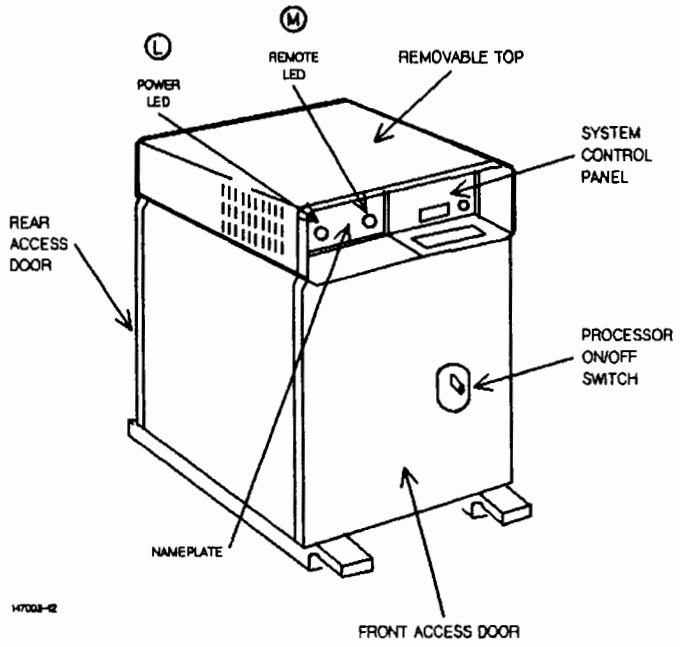
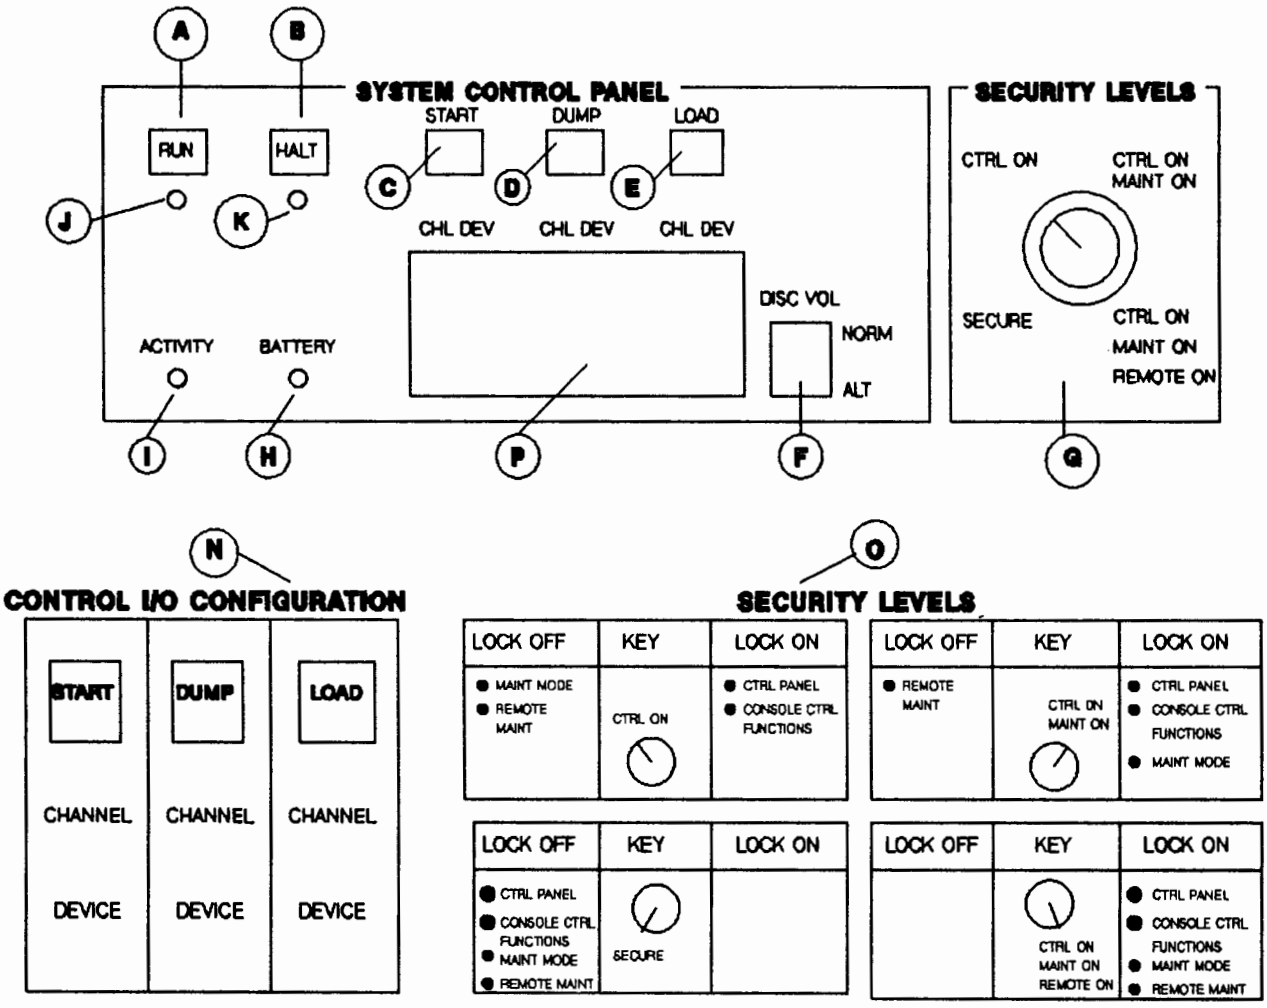

Figure 11-2. Series 39/40/42/52 System Processor Unit (SPU)
Figure 11-3. Series 39/40/42/52 System Control Panel Switch/Indicator Function
SERIES 39/40/42/52. The System Control Panel is located behind the non-lockable, magnetic-latch door on the right front side of the System Processor Unit (SPU) (Figure 11-2).
Hardware Related Controls. The hardware related controls are the RUN and HALT switches. See Figure 11-3 for an illustration of each of the System Control Panel's switches and indicator lights.
(C) START — Pressing this switch initiates either a COOLSTART or a WARMSTART of the system. The CHL and DEV address are set in the thumbwheel switches directly below the START switch (Figure 11-3.)
Status Indicator Lights. The System Control Panel has six status indicator lights. The RUN, HALT, ACTIVITY, and BATTERY LEDs are located on the System Control Panel (Figure 11-3). The POWER and REMOTE CONSOLE LEDs are located in the nameplate on the front panel (Figure 11-2).
The three pairs of thumbwheel switches located on the front panel, correspond with the START, DUMP, and LOAD functions of the machine. Each pair contains a hardware channel number (CHL) and an HP-IB device (DEV) address setting for the corresponding START, DUMP, and LOAD devices. See Figures 11-3(C, D, E) and 11-5(C, D, E). These switches are initially set by your Hewlett-Packard Customer Engineer when your system is installed.